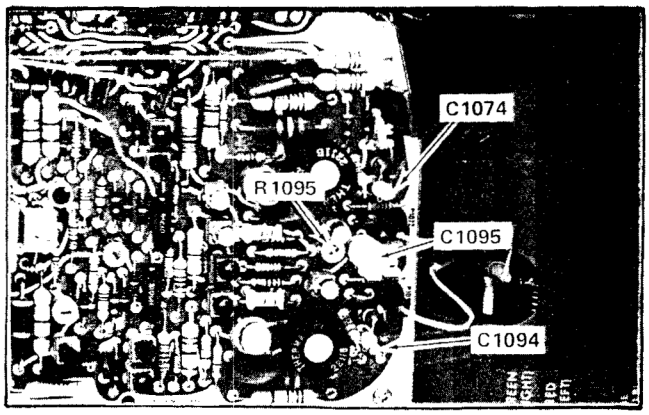

Fig. 5-19. Location of Horizontal Amplifier high-speed linearity adjustments (B Sweep circuit board).
j. ADJUST–R1095 (see Fig. 5-19) for 1 cycle in 5 divisions near the center of the CRT.
m. ADJUST–C1095 (see Fig. 5-19) for 1 cycle in 2 divisions over the center 8 divisions.